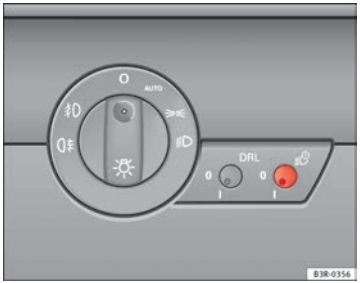

Abb. 84 Ausschnitt aus Instrumententafel: Coming-/Leaving-Home-Funktion
– Drücken Sie kurz auf den Knopf ⇒ Abb. 84, um ihn aus seiner Position auszurasten.